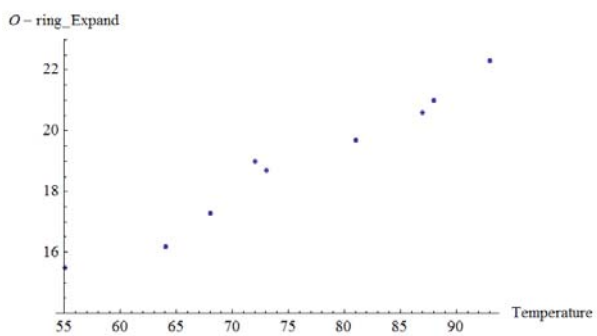

Figure 1.16: Mathematica Graph of O-Ring Data
- Can we draw a picture (graph)? YES! (see Figure 1.16 on the next page)
Our plan will be to estimate values for the parameters (a and d) of our linear model. To estimate two parameters, we need two data points that represent the data well. We see the data in Figure 1.16. For this model we will assume that the first and last data points will lead us to reasonable estimates of our parameters. Keep in mind that when choosing data points to estimate the parameters, the goal should be to minimize the deviation from the general trend of the data.